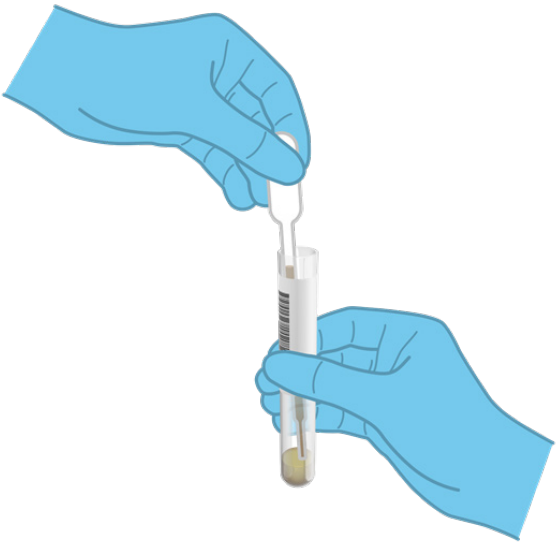

**Figura 7**. Extracción de la muestra a la pipeta de transferencia suministrada.
6. Abra el tubo con la muestra que se va a procesar. Utilice la pipeta de transferencia suministrada para extraer líquido hasta la segunda línea de llenado de la pipeta (es decir, 200 µl; figura 7).